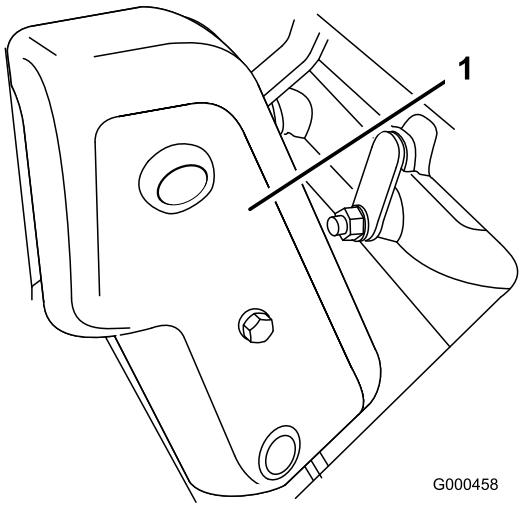

Figure 40
1. Retirez les fixations du couvercle de la courroie et déposez le couvercle pour exposer la courroie (Figure 40).